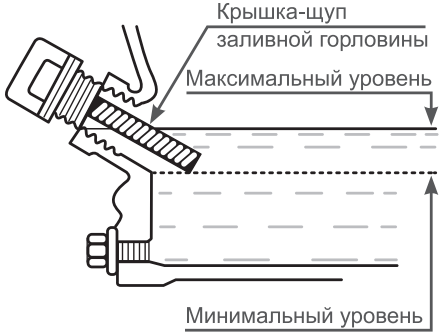

**Рис. 26 Проверка уровня масла по щупу нижней маслозаливной горловины**
*Максимальный уровень масла в картере соответствует нижней кромке заливного отверстия (Рис. 26).*